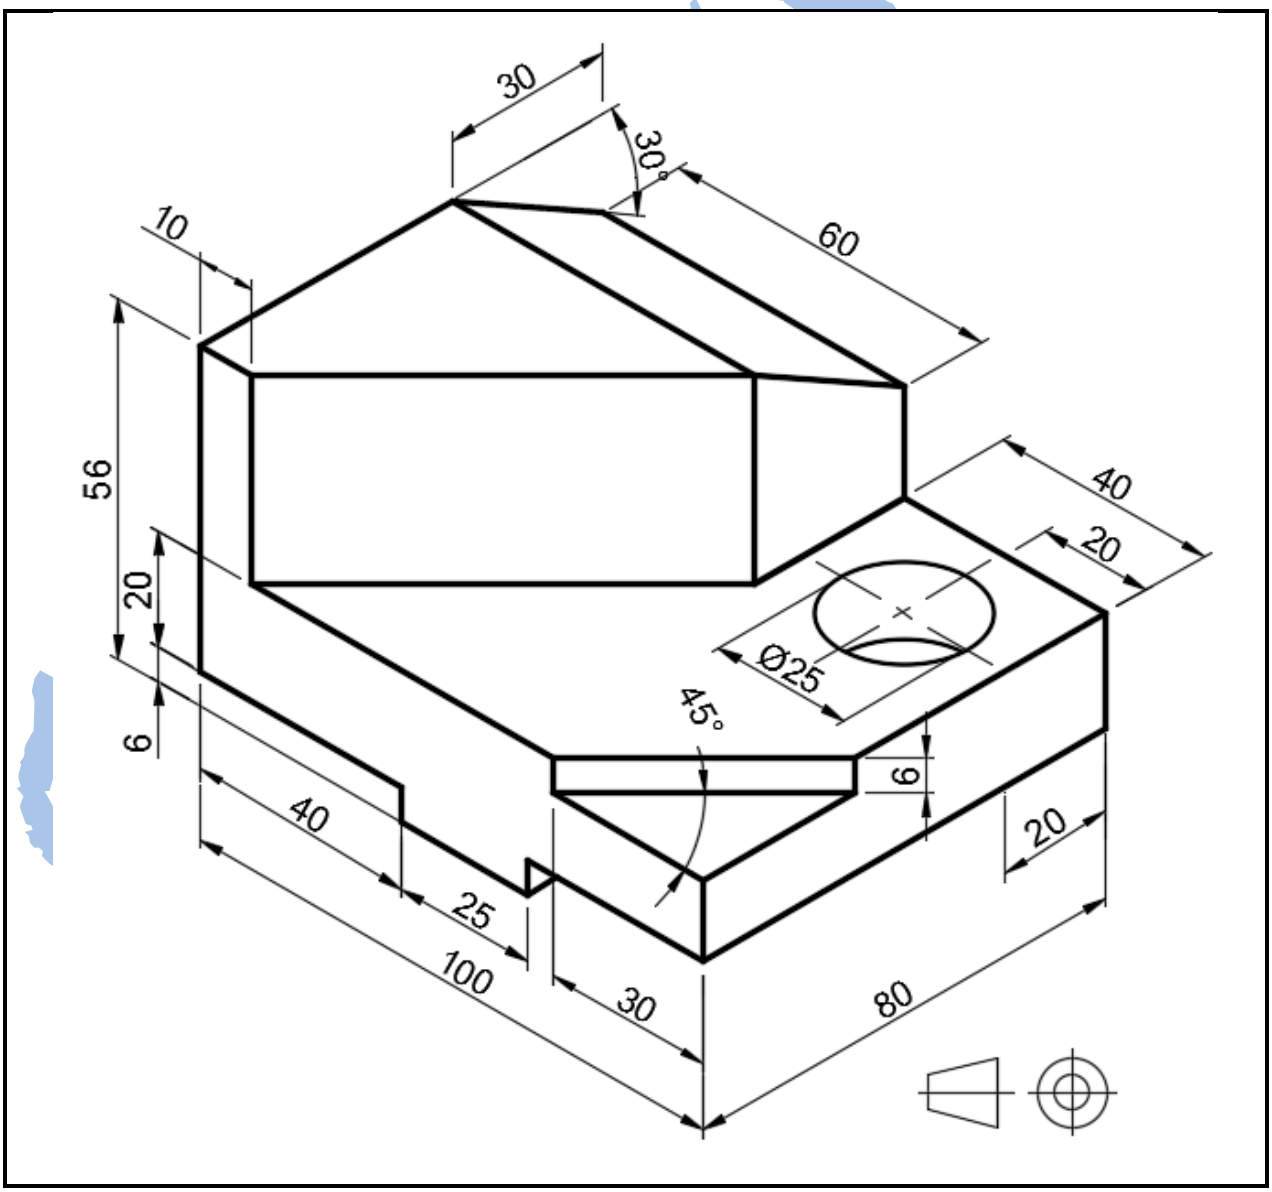

**FIGURE 4** **[25]**
5.1 FIGURE 4 shows an isometric view of a machine block.